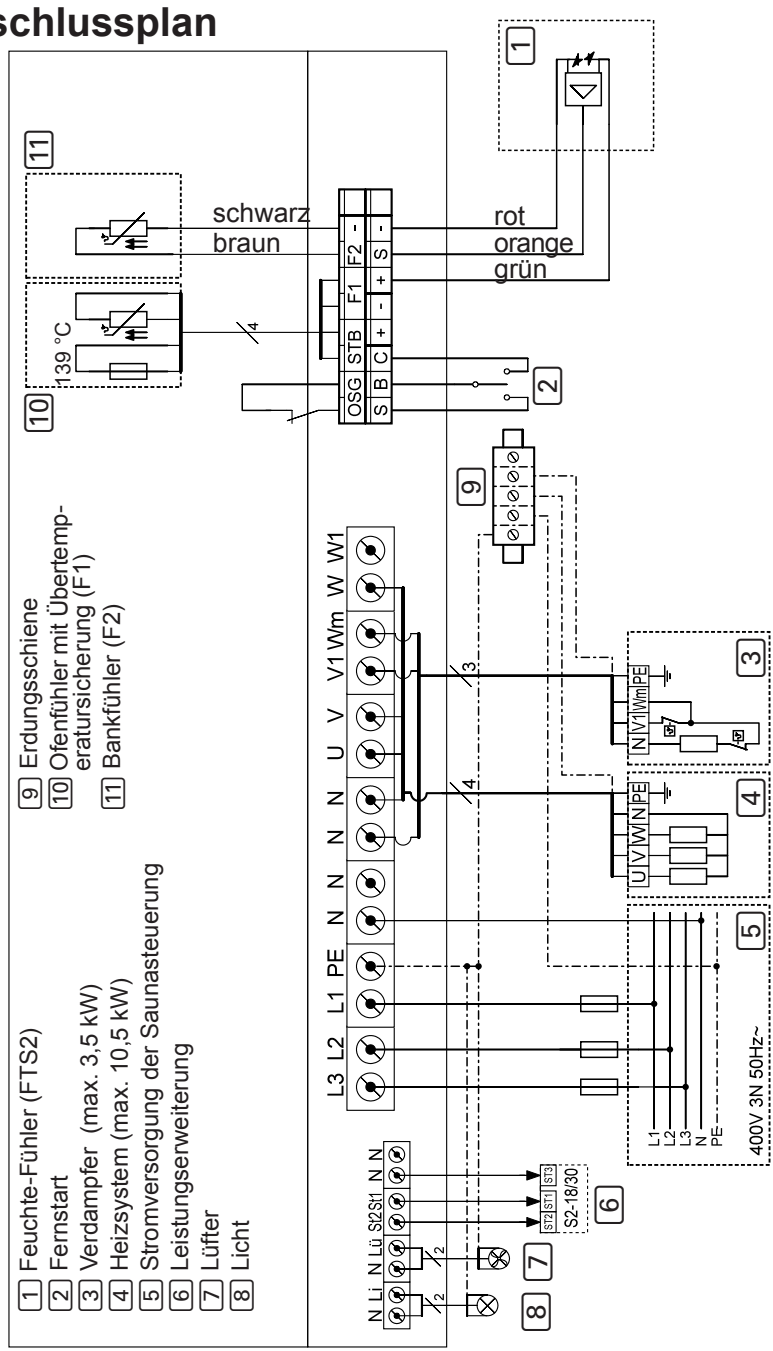

Abb.4 Anschlussplan
- Beachten Sie den Anschlussplan (**Abb.4**) auf Seite **24**.